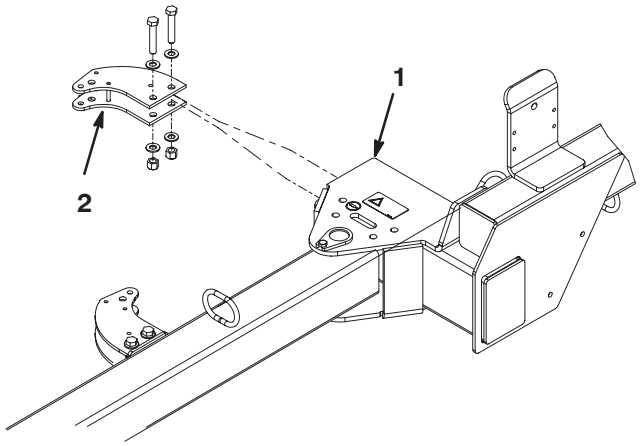

Bild 3
1. Montieren Sie die hintere Aktuatorlasche mit zwei Kopfschrauben (1/2–13 x 2–3/4 Zoll), vier flachen Scheiben (0,531 x 0,063) und einer Sicherungsmutter (1/2–13) am Kehrmaschinenrahmen. Platzieren Sie die Bestandteile, wie in Bild 3 dargestellt.